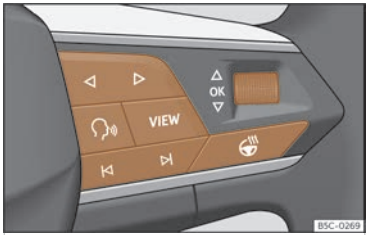

Fig. 10 Right side of multifunction steering wheel: buttons to the menus and informative indications on the instrument panel (depending on the version).
As long as a priority 1 >>> page 24 warning is active, it will not be possible to access any menu. Some warnings can be confirmed and hidden with the OK button of the multifunction steering wheel >>> Fig. 10.
- If a message or vehicle symbol is displayed, press the OK button >>> Fig. 10; several times if necessary.